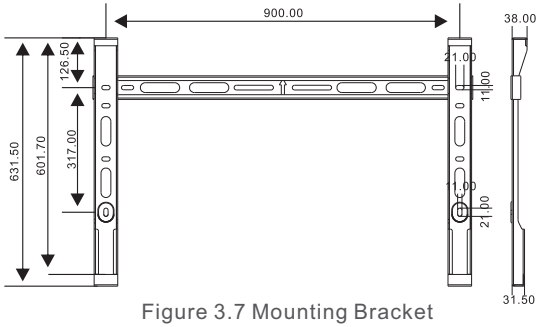

Figure 3.7 Mounting Bracket
1. Refer to Figure 3.7, drill holes for mounting screws based on the hole diameter of bracket, using a precision drill and keeping the drill perpendicular.